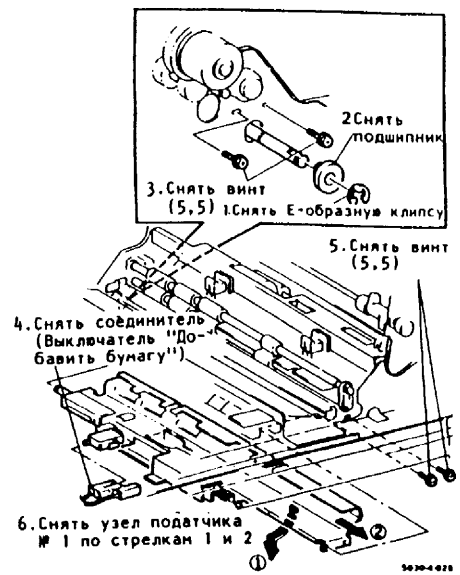

Рис.3. Снятие узла податчика № 1
6. (Рис.3): Снять узел податчика № 1.